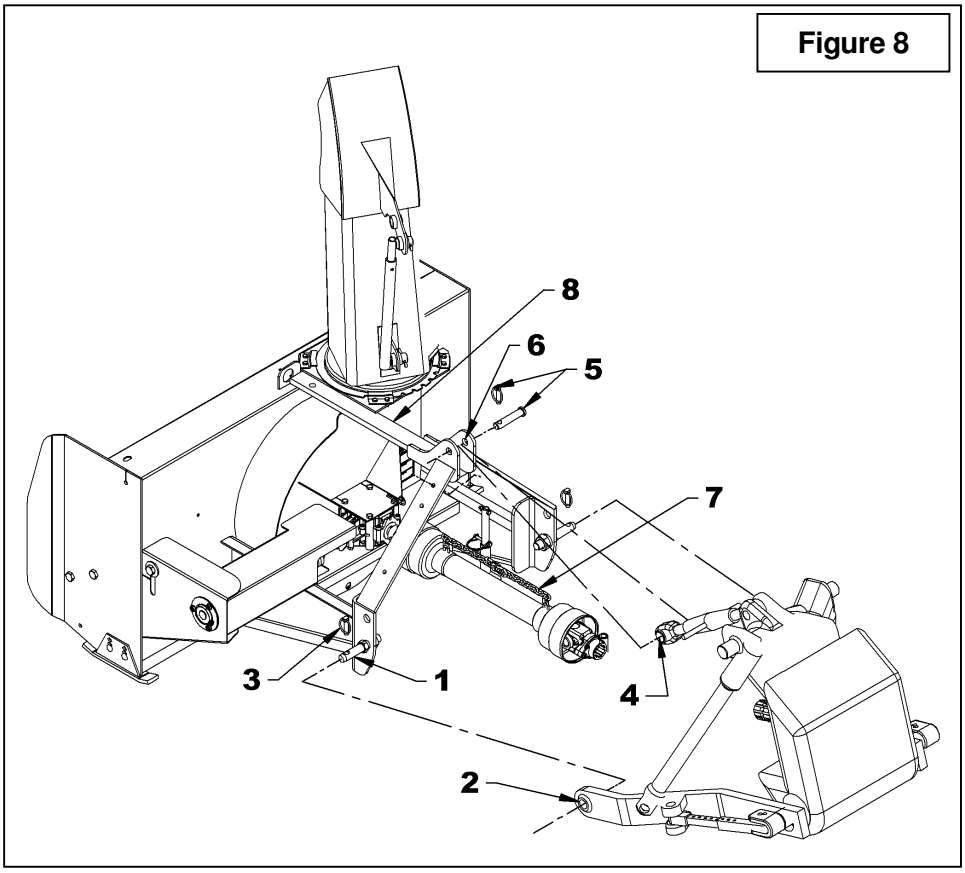

Figure 8
3. **Figure 8:** Détacher l'arbre à cardan du tracteur (item 7) et attacher la chaîne de sureté autour du fer plat de l'attache supérieure de l'attache trois points (item 8).
4. **Figure 8:** Détacher le bras supérieur (item 4) en retirant la goupille à anneau et la goupille (items 6-5).
5. **Figure 8:** Détacher les bras inférieurs (items 2) des goupilles d'attache (item 1) en retirant les goupilles à anneau (items 3), desserrer les bras anti-oscillement et reculer le tracteur lentement.